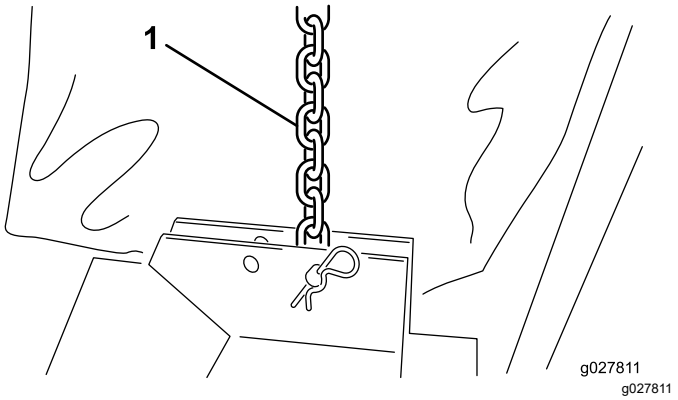

Figura 3
3. Conecte cada cadena de elevación al soporte de carcasa correspondiente con un pasador y una chaveta (Figura 3).